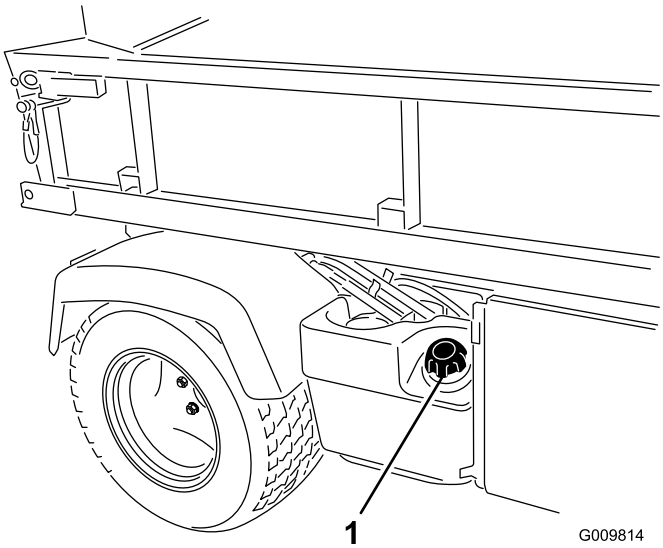

Figur 15
2. Fjern drivstofftanklokket (Figur 15).